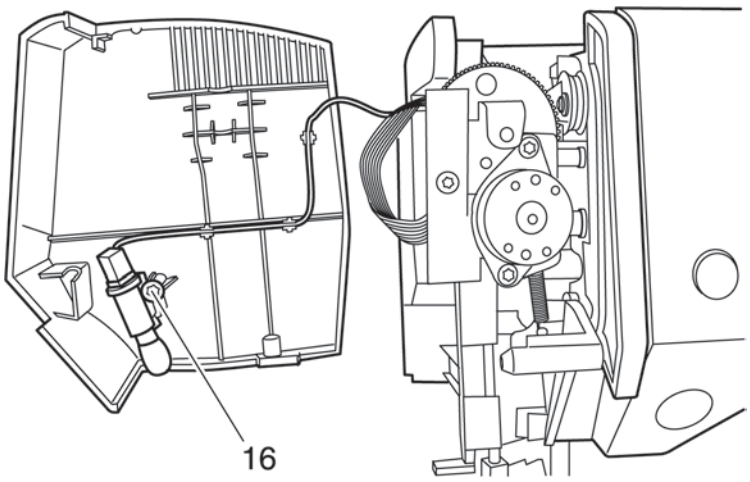

Fig. 36e
- Fit the sewing lamp into the guide of the face cover (fig. 36e).